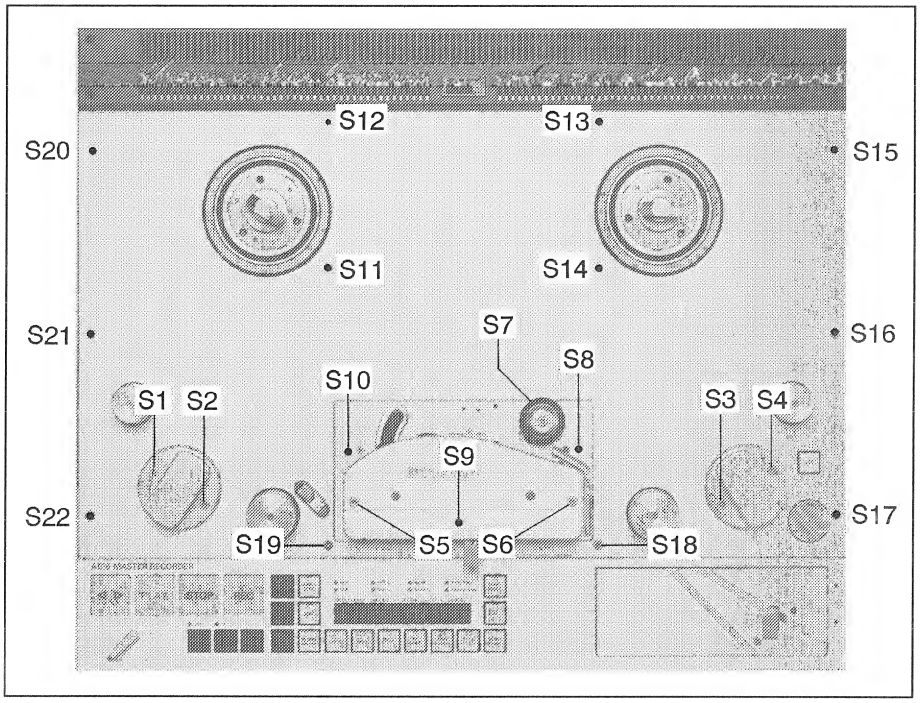

Fig 3.4.2
Siehe Fig. 3.4.2
- Für Einstell- und Wartungsarbeiten an den mechanischen Bremsen sind der Kopfträger und die Laufwerkabdeckung zu entfernen. (Siehe Fig. 3.4.2)